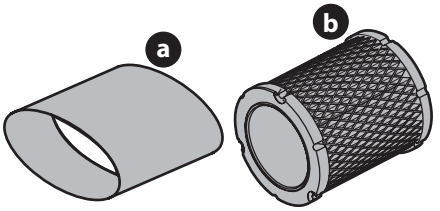

Figure 10
4. Enlevez le pré-filtre (a) en mousse qui se trouve autour du filtre à air en papier (b) (Figure 10 la page 38). Remplacez la cartouche en papier si elle est sale ou endommagée. Nettoyez le pré-filtre en mousse ou remplacez-le s'il est endommagé.